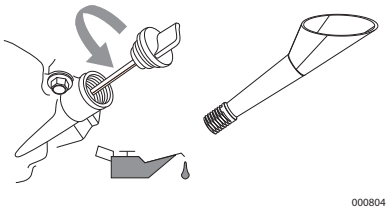

Figure 4-1. Remplissage de l'huile moteur
3. Voir *Figure 4-1*. Retirez le bouchon-jaugeur de l'orifice et essuyez-le.